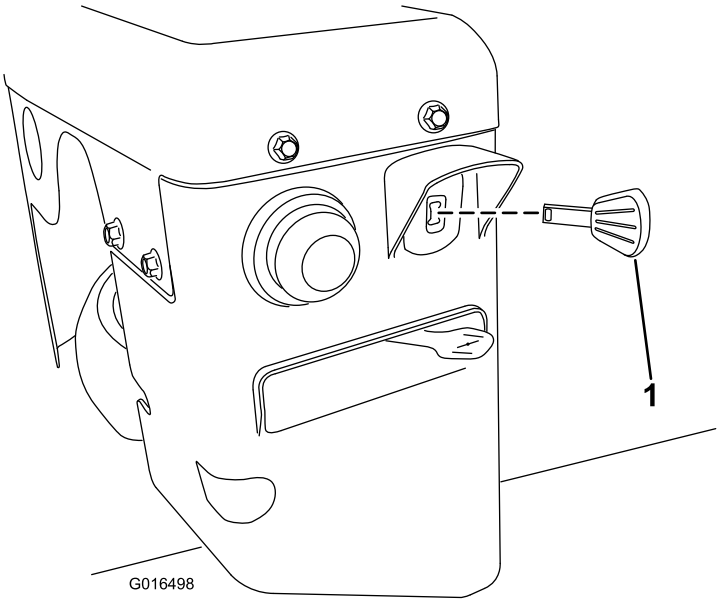

Figura 26
3. Inserite la chiave di accensione fino in fondo (Figura 26).